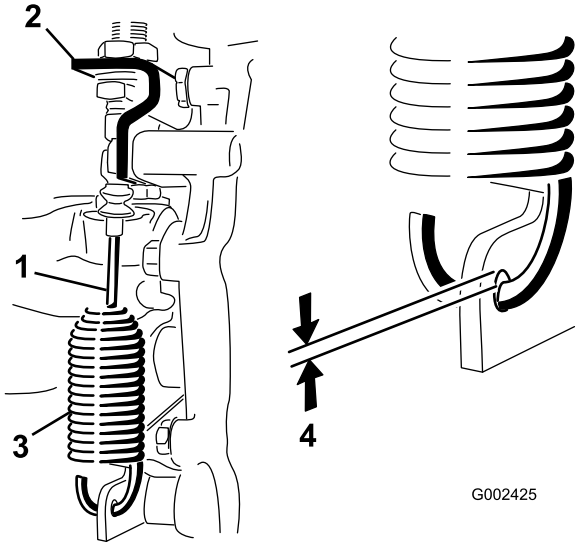

Figura 53
2. Allentate i dadi che fissano il cavo di bloccaggio del differenziale alla staffa del transaxle (Figura 53).